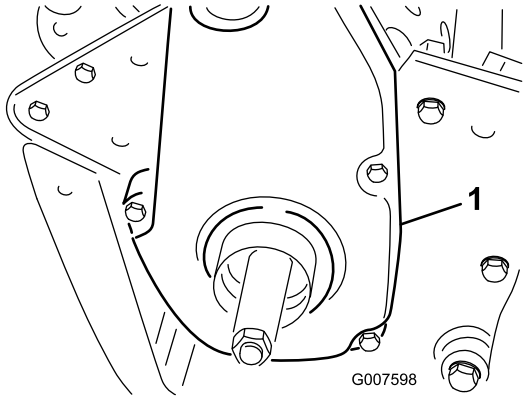

Figur 37
6. Demontera den bakre remkåpan på maskinens högra sida (Figur 37).